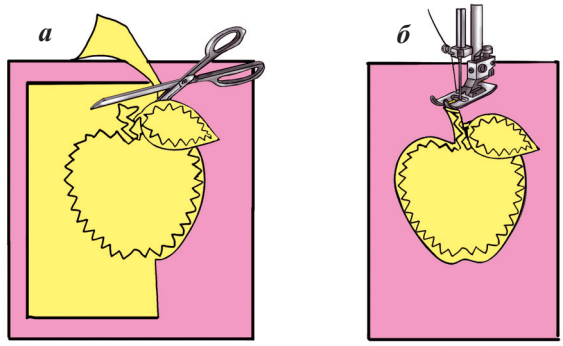

Рис. 2. *Выполнение аппликации: а – срезание ткани по контурам; б – прокладывание строчки с лицевой стороны*
5. Срезают аппликационную ткань по краям с лицевой стороны близко к строчке *(рис. 2, а)*. Затем еще раз прокладывают плотную зигзагообразную строчку четко по контуру рисунка с лицевой стороны *(рис. 2, б)*.